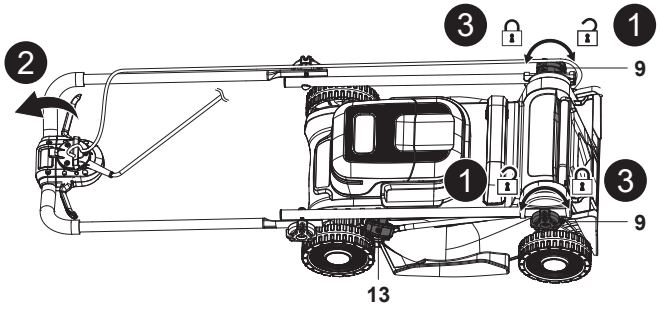

Fig. 20
- Retire o recipiente de recolha de relva (8)/encaixe do triturador (24).
- Coloque a alavanca de ajuste da altura de corte (13) na posição mais baixa.
- Desaperte os dois botões de bloqueio (9), sem os remover, e, em seguida dobre completamente o conjunto da pega (Fig. 20, passos 1, 2).
- Fixe as ligações rodando os dois botões de bloqueio (9) para evitar a dispersão antes do armazenamento na vertical (Fig. 20, passo 3).